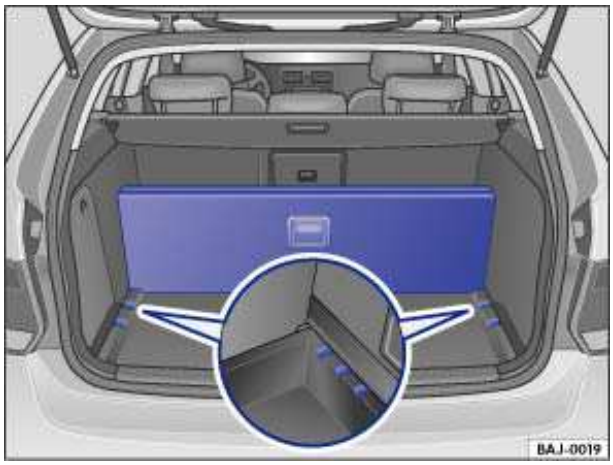

Fig. 101 In the luggage compartment: Upright position of luggage compartment floor.
- Lift up the luggage compartment floor handle (B) (2) in the direction of the arrow.
- Use the handle to put the luggage compartment floor in a upright position and fit its sides into the slots ⇒ fig. 101 (inset).